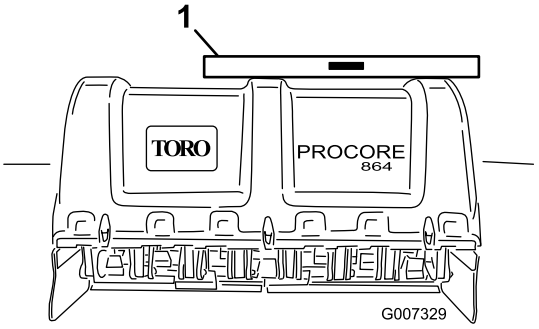

**Figur 12**
2. Placera ett vattenpass ovanpå luftarens ram för att kontrollera att den är jämnt inställd i sidled (Figur 12).